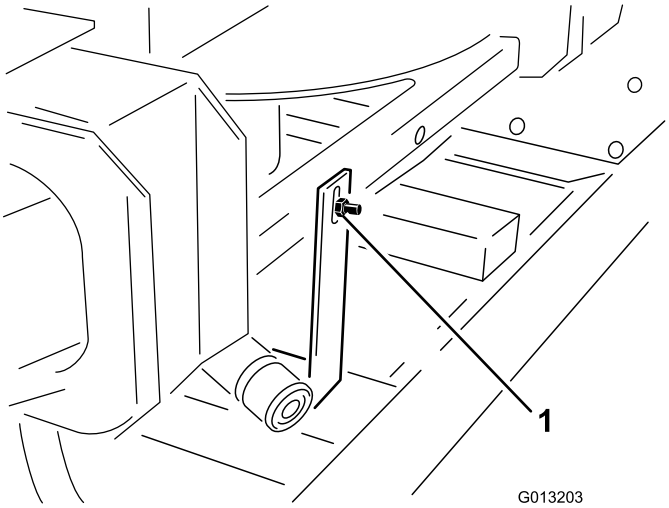

Rysunek 3
2. Z tyłu podwójnego rozrzutnika odkręć śrubę i nakrętkę mocujące wspornik transportowy podnośnika maszyny do podwójnego rozrzutnika (Rysunek 3).